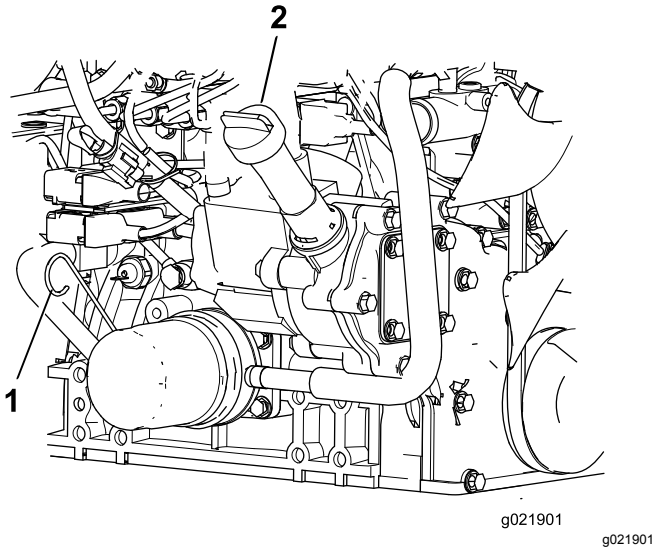

Figuur 74
3. Verwijder de peilstok uit de buis, veeg deze schoon en plaats de peilstok weer in de buis. Haal de peilstok er weer uit. Het oliepeil moet zich tussen de VOL- en BIJVULLEN-markering bevinden (Figuur 74).
4. Als het oliepeil te laag is, moet u de vuldop verwijderen en olie bijvullen tot het peil zich tussen de VOL- en BIJVULLEN- markering bevindt (Figuur 74).